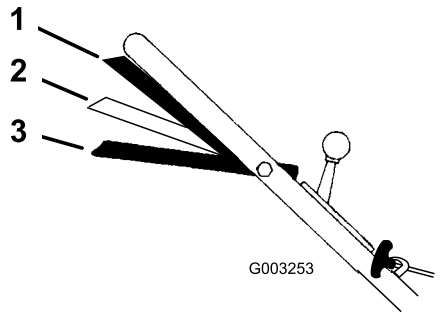

Figuur 16
1. Zet de rijsnelheidshendel in de neutraalstand (N).
3. Druk de bedieningsstang tegen de handgreep op Lopen/Rijden (Figuur 16).
Opmerking: U mag nooit schakelen als u de bedieningstang van het maaimes tegen de handgreep op Lopen/Rijden drukt; hierdoor kan de transmissie schade oplopen. Zet de bedieningsstang op Lopen/Schakelen (Figuur 16) als u de rijsnelheid verandert.